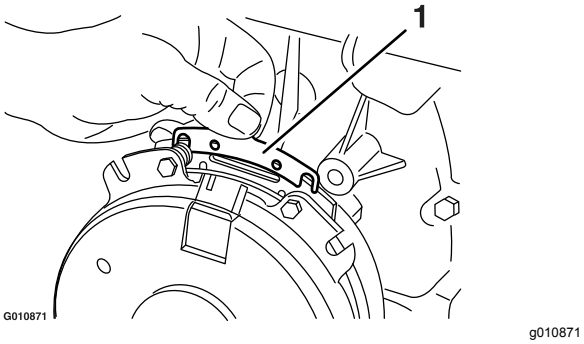

Figur 83
B. Bruk nebbtang, eller hendene, og hold tappen og fjern mellomlegget (Figur 83).
Før all bruk må du fjerne eventuell oppsamling av gress, smuss eller andre fremmedlegemer fra motorskjermen. Dette vil bidra til å sørge for tilstrekkelig kjøling av motoren og riktig motorhastighet, og vil redusere muligheten for overoppheting og mekanisk skade på motoren (Figur 83).